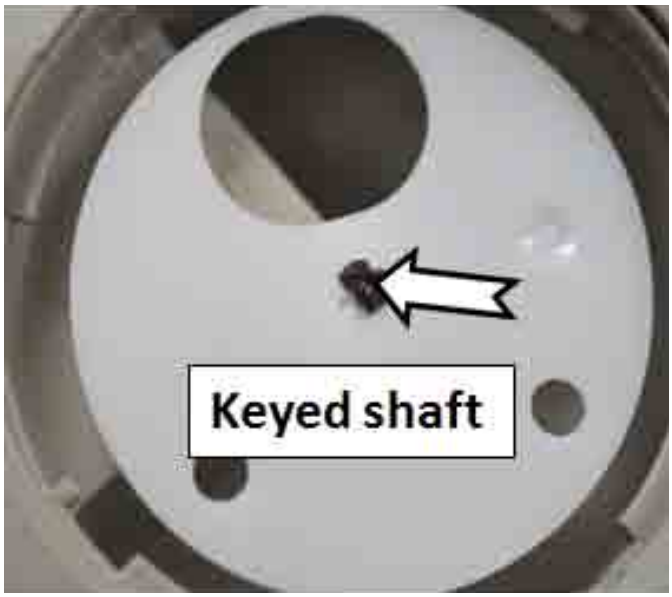

Figure 4
4. The diverter disc attaches to a keyed shaft, (see Figure 4).